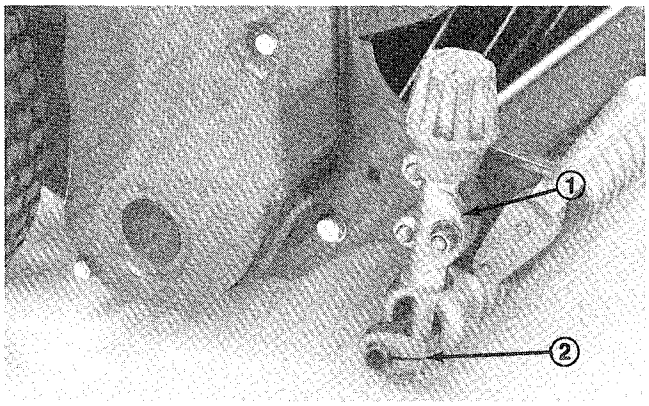

**Figure 9**
2. Loosen locknuts securing height-of-cut brackets to sideplates (Fig. 9).